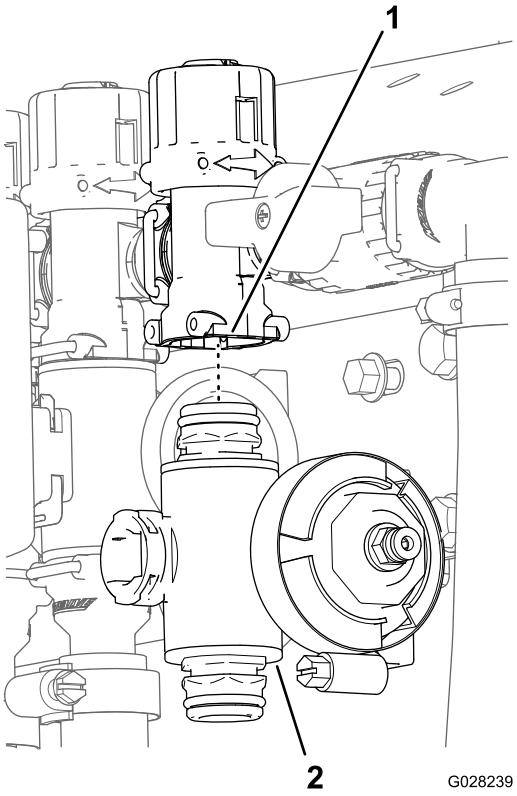

Figuur 138
3. Verwijder de spuitboomklepverdeler van de machine (Figuur 138).